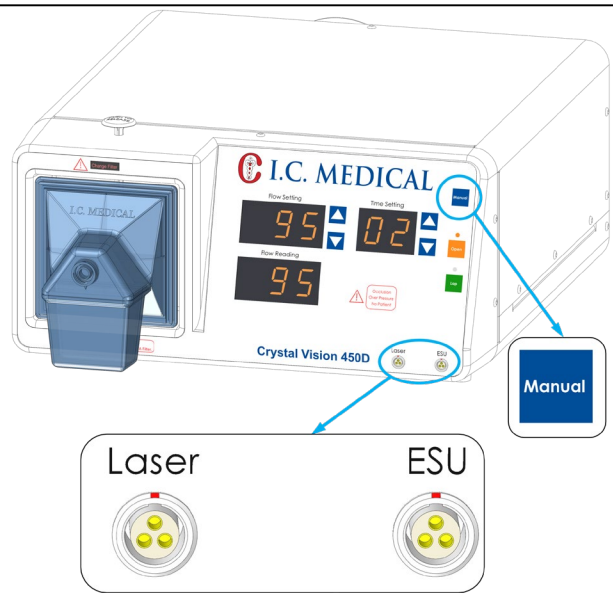

Figure 13 : Bouton Manuel et connecteurs de capteur.
2. Bouton MANUAL (Figure 13) utilisé pour allumer l'appareil CRYSTAL VISION® lorsque le chirurgien n'active pas un dispositif de production de fumée. Le bouton MANUAL peut être utilisé pour effacer le panache résiduel pendant ces situations dans les procédures (LAP). Il peut être utilisé pour éliminer la fumée et le panache si plus d'un appareil est utilisé et qu'un seul capteur est disponible. Cela se produit fréquemment pendant l'utilisation du laser lorsqu'un capteur est fixé à la pédale laser et que d'autres capteurs ne sont pas disponibles pour être attachés à une unité électrochirurgicale (ESU).
3. LE CONNECTEUR LASER (Figure 13) est l'entrée pour le CÂBLE DU CAPTEUR LASER. En réalité, les connecteurs LASER et ESU sont identiques et acceptent tous les ensembles de capteurs standard fabriqués par I.C. Medical.
4. Le CONNECTEUR ESU (Figure 13) est l'entrée pour le CÂBLE DU CAPTEUR ESU. Ce capteur peut être utilisé pour activer l'appareil CRYSTAL VISION®.